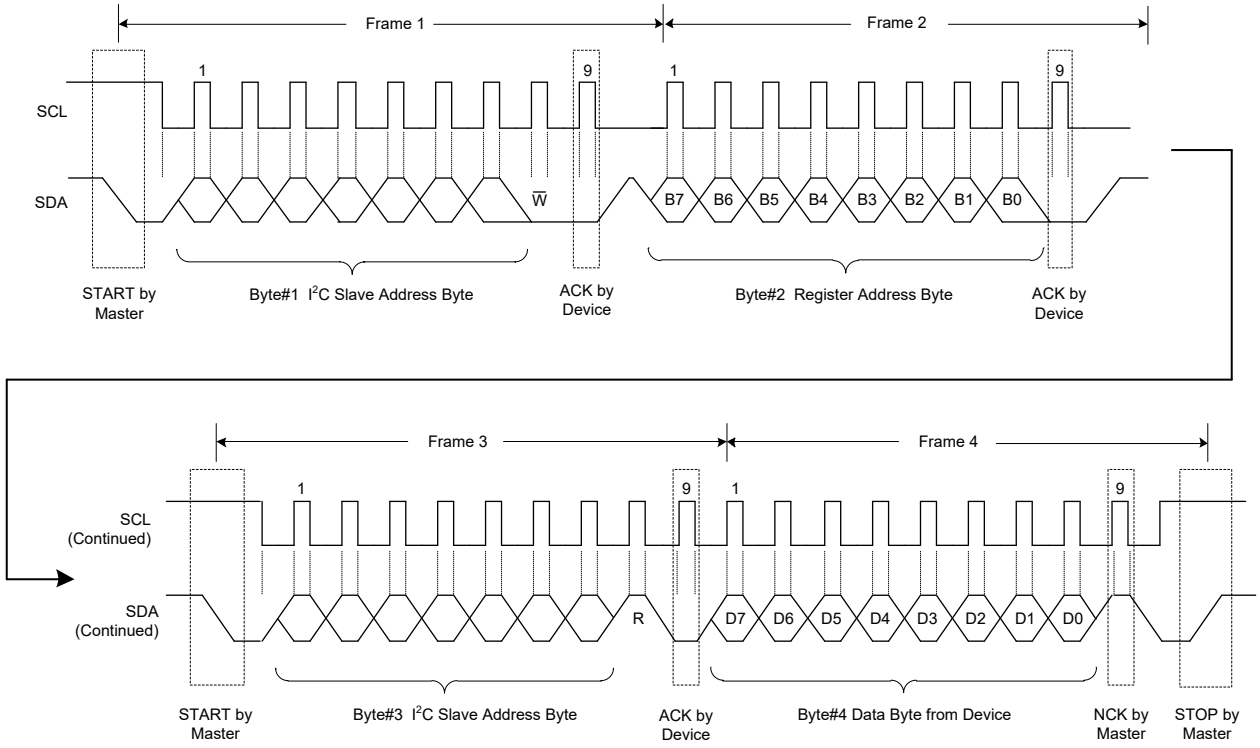

**Figure 7. A Single Read Transaction in Standard, Fast and Fast Plus Modes**
**READ:** If the master wants to read a single register (Figure 7), it sends a new START condition along with device address with R/$\overline{W}$ bit = 1. After ACK is received, master reads the SDA line to receive the content of the register. Master replies with NCK to inform slave that no more data is needed (single read) or it can send an ACK to request for sending the next register content (multi-read). This can continue until an NCK is sent by master. A STOP must be sent by master in any case to end the transaction.